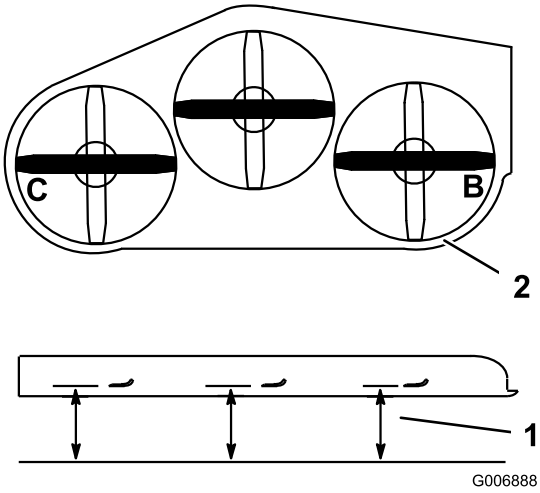

Figur 111
1. Plasser den **høyre** kniven på tvers (Figur 111).
2. Mål den høyre kniven ved **B** fra en plan overflate til kniveggen på knivtuppene (Figur 111).
4. Plasser den venstre kniven på tvers (Figur 111).
5. Mål den venstre kniven ved **C** (Figur 111) fra en plan overflate til kniveggen på knivtuppene.